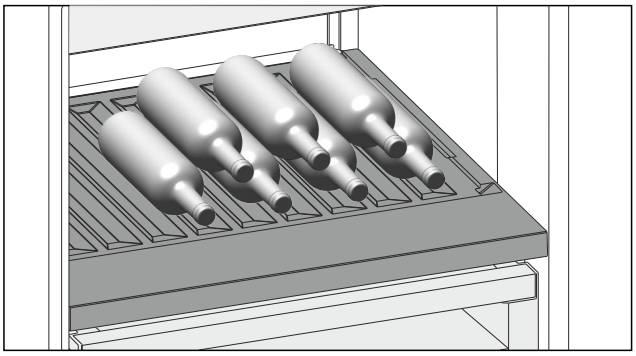

Fig. 98
▶ Introduceți sticlele cu fundul în spate, către peretele posterior. (vezi Fig. 98)